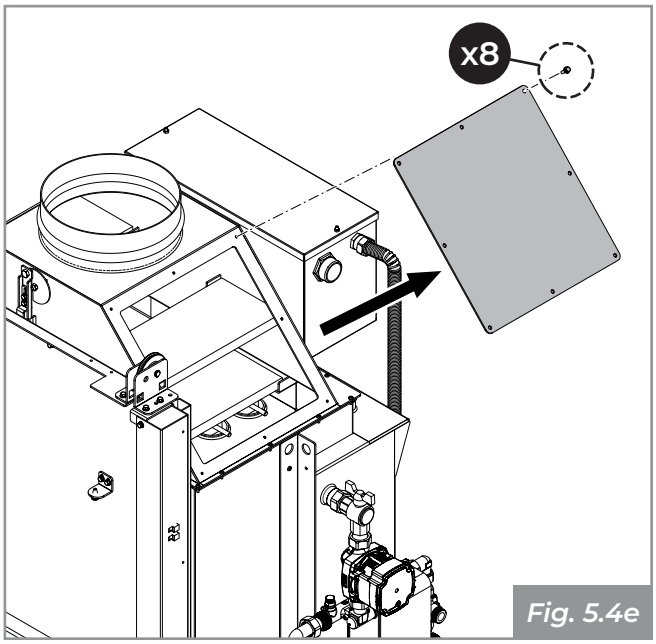

Fig. 5.4e
- Access the fume coil inspection compartment by removing the screws from the fume inspection hood on the side of the hydraulic system **(Fig. 5.4e)**;